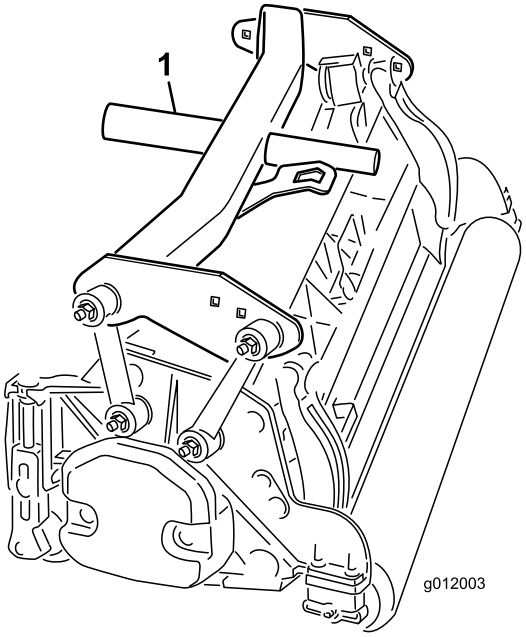

Figur 18
4. Sett bakre bæreramme (Figur 18) på bakre klippeenhet.